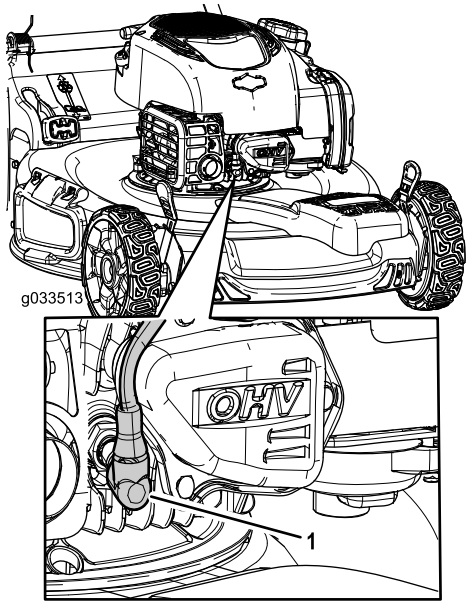

Bild 30
2. Ziehen Sie das Zündkabel von der Zündkerze (Bild 30) ab, bevor Sie Wartungsarbeiten ausführen.